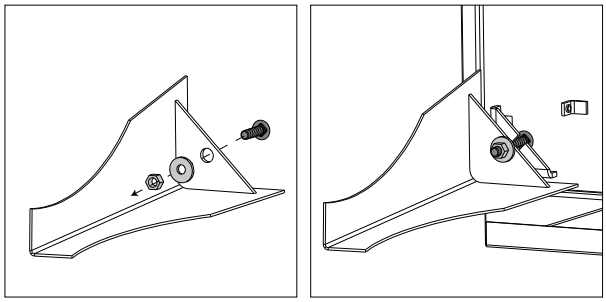

Fig. 4-1
A. Avec le boulon passé par les pattes, mettez la rondelle et la rondelle de blocage sur le boulon. Enfilez l'écrou un ou deux fil sur le boulon and faites glissez la pattes sur la fente de l'appareil **(Fig. 4-1)**.